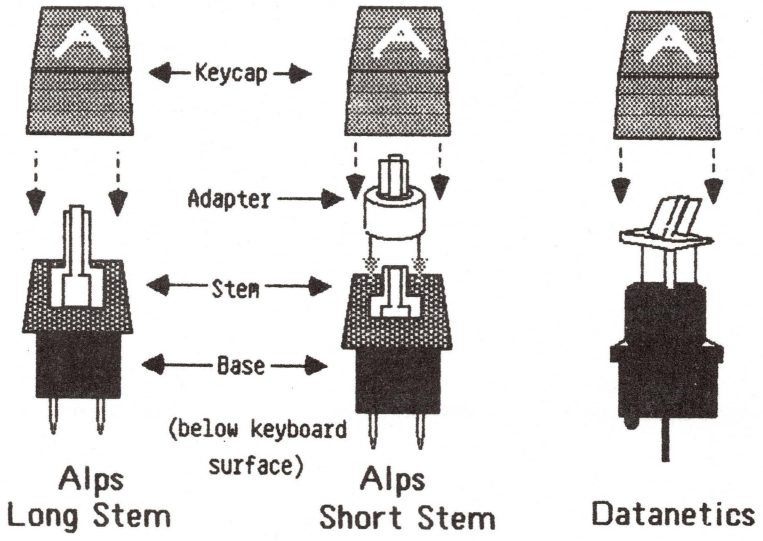

FIGURE 1
2. Before identifying the keyswitches, here are some important distinguishing features you should know: a) Only Alps short stem keyswitches have adapters, small plastic pieces that fit on the stem to make it longer. b) Alps long stem keyswitches are capped directly with the keycap. c) Datanetics keyswitches have a square collar on the middle of the stem. Refer to Figure 1 below for the differences between the Apple II keyswitches.
4. If you cannot identify the keyswitch using Figures 1 and 2, then remove the keyboard and look for the name "Datanetics" on the PCB.*
5. Check to see if you find an adapter on the keyswitch. If there is an adapter, then the keyboard is an Alps short stem. If there is not an adapter, then the keyboard is an Alps long stem. Verify this by checking Figure 1, page A.2.